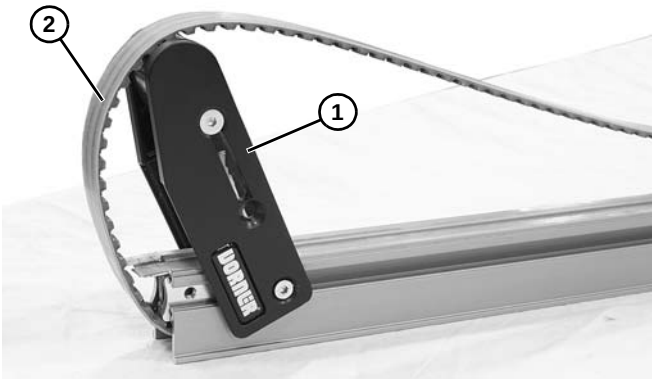

Figure 49
2. Relever l'ensemble de la plaque de tête **(Figure 49, élément 1)** et retirer la bande **(Figure 49, élément 2)**.